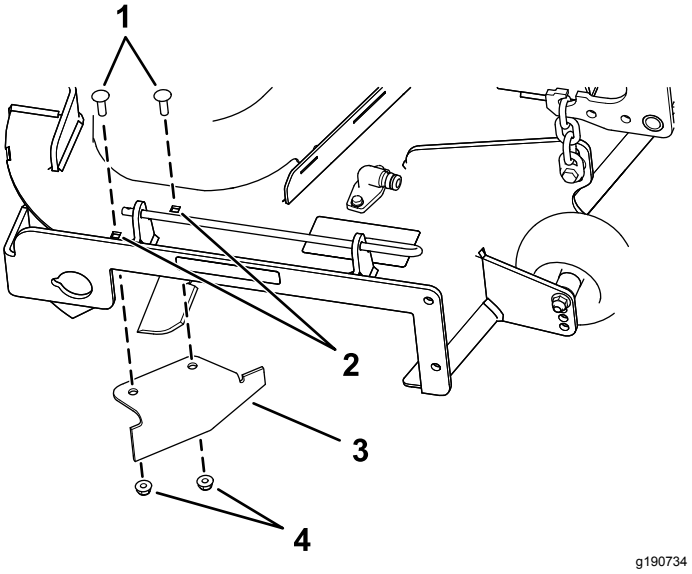

Figuur 15
9. Zoek de keerplaat in de zak met losse onderdelen en verwijder het bevestigingsmateriaal uit de achterste openingen van de geleiderplaat (Figuur 15).